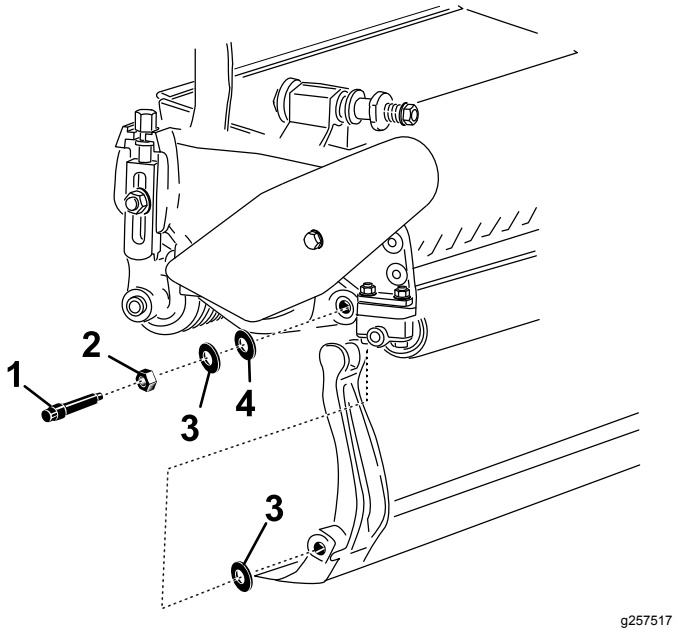

Figur 22
Husk å ta de to nylonskivene og skiven av stål på hver side av motstangen med i beregningen (Figur 22).
3. Plasser en nylonskive på hver side av sideplatens nav. Plasser en stålskive på utsiden av hver nylonskive (Figur 22).